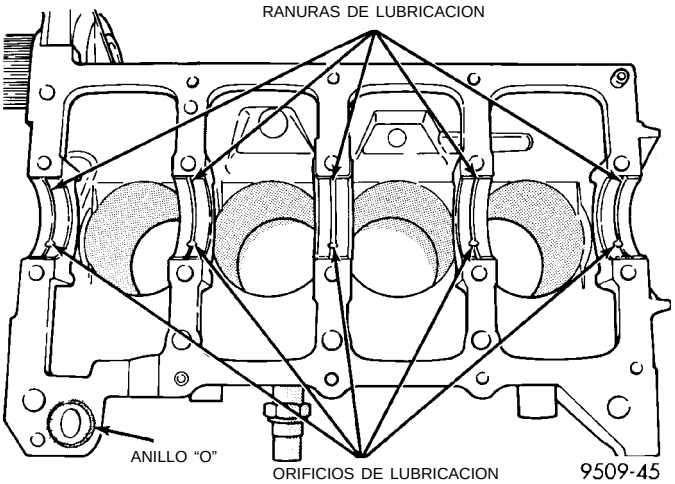

Fig. 68 Instalación del casco superior del cojinete principal
(1) Instale los cascos de cojinete principal con la ranura de lubricación situada en el bloque de cilindros. Instale el anillo "O" en la escotadura del bloque (Fig. 68).
(2) Asegúrese de que los orificios de lubricación del bloque se alineen con el orificio de lubricación de los cojinetes y las lengüetas de cojinete se asienten en las muescas de lengüeta del bloque.